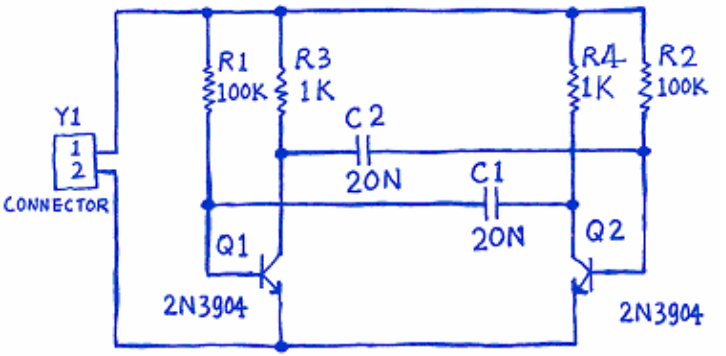

図 1. 非安定マルチバイブレータ
これで回路図を作成する準備ができました。このチュートリアルでは図 1 の回路を使用します。ここでは、2 個の 2N3904 トランジスタを使用した自動起動型の非安定マルチバイブレータ回路を作成します。
最初に Q1 と Q2 の 2 つのトランジスタを配置します。配置する位置は図 1 を参考にしてください。
4. 図 1 を見ると、Q2 のトランジスタは Q1 のトランジスタと逆向きに配置されていることがわかります。トランジスタの向きを変えるには、カーソルでトランジスタを移動しているときに **X** キーを押します。これにより水平方向に向きが変わります。
9. 図 1 のように抵抗を Q1 のベース側へ配置します。マウスを左クリックするか、または **ENTER** キーを押すことで部品が配置されます。
12. 図 1 の回路図を参考にして R3 と R4 を配置します。
回路の接続は、さまざまなコンポーネント間の接続を構築する為の過程です。部品間の接続を行うには、図 1 を参照して以下の手順を行ってください。